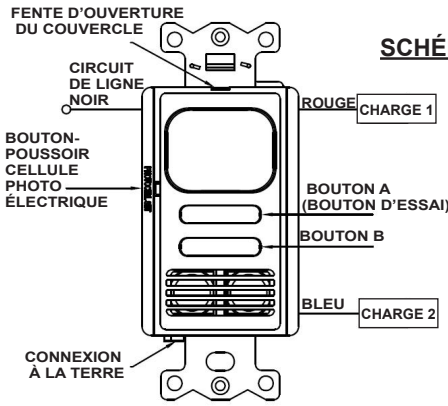
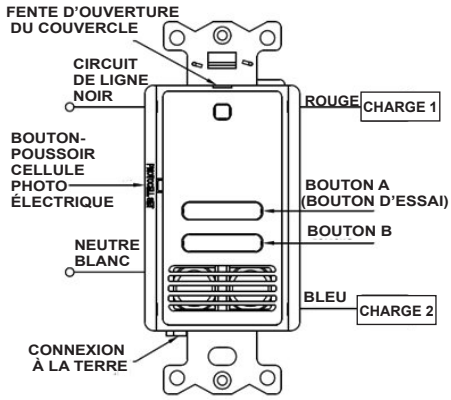

FIGURE 1 –
FIGURE 3 –
3. Câbler selon les illustrations des **SCHÉMAS DE CÂBLAGE**. Les figures 1 et 2 indiquent la méthode de câblage des capteurs avec une mise à la terre (**REMARQUE** – Une mise à la terre fiable est requise pour assurer le bon fonctionnement). Les figures 3 et 4 indiquent la méthode de câblage des capteurs comportant un neutre.